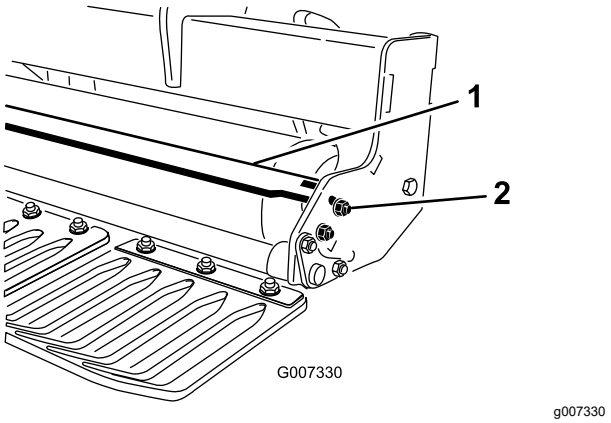

Figuur 16
1. Zet de moeren los waarmee de uiteinden van de schraper bevestigd zijn aan de lip van de rolschraper (Figuur 16).